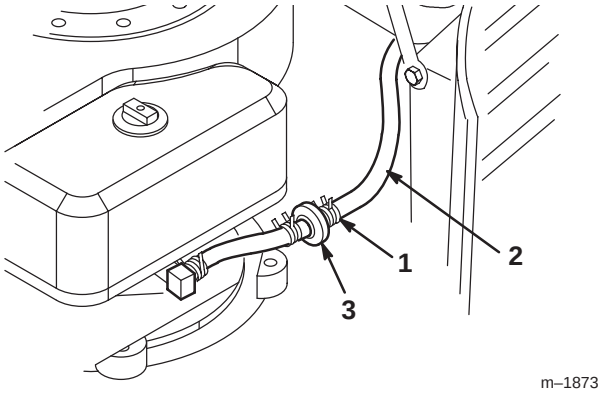

Figure 26
8. Squeeze the ends of the hose clamp together and slide it up the fuel line toward the fuel tank (Fig. 26).
9. Pull the fuel line off of the filter (Fig. 26) and allow the gasoline to drain into a gas can or drain pan.
Replace the fuel filter after every 100 operating hours or yearly, whichever occurs first. The best time to replace the fuel filter (Fig. 26) is when the fuel tank is empty. Never install a dirty filter if it is removed from the fuel line.
7. Squeeze the ends of the hose clamps together and slide them away from the filter (Fig. 26).